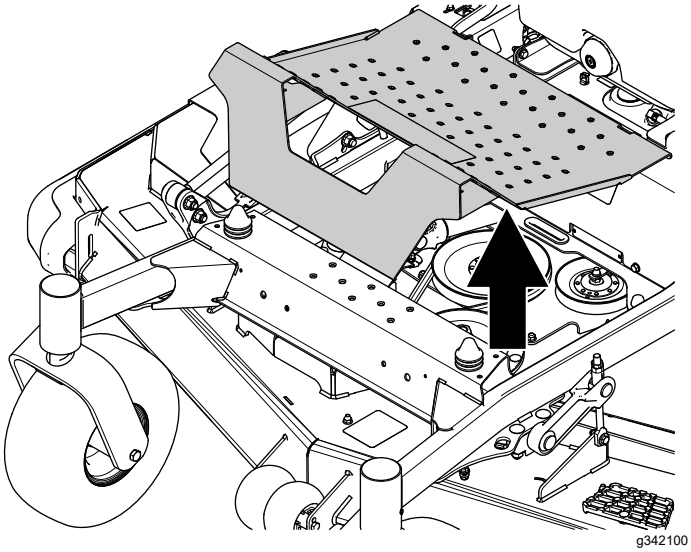

Figur 10
1. Ta bort fotplattan (Figur 10).